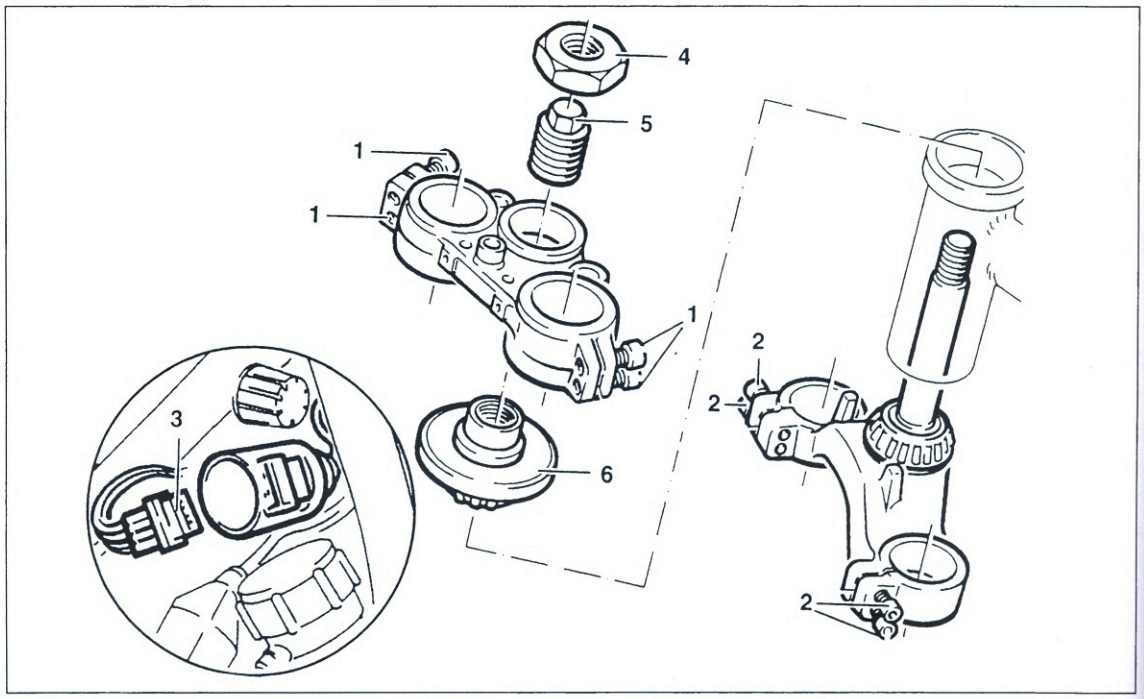

Bild 220
- Klemmschrauben ① und ② Bild 220 lockern und Gabelbein nach unten herausziehen.